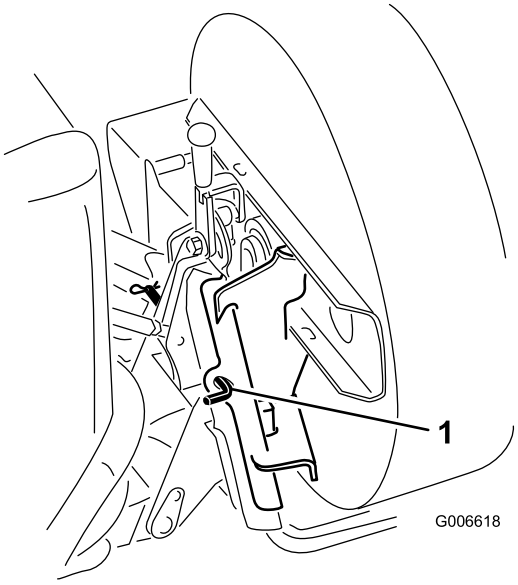

Figura 5
5. Inserte el pasador de bloqueo a través de los adaptadores y sujételo con una chaveta (Figura 5).